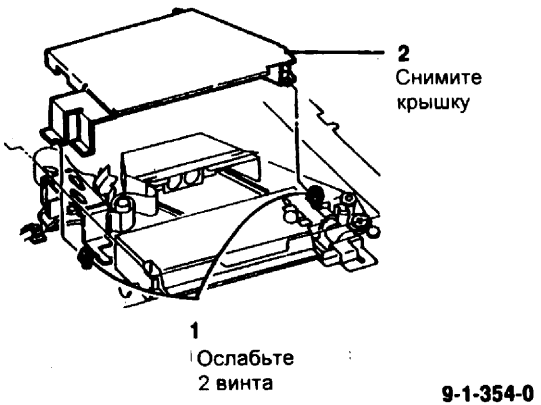

Рис. 1 Снятие крышки блока оптики
4. (Рис. 1) Снимите крышку блока оптики.